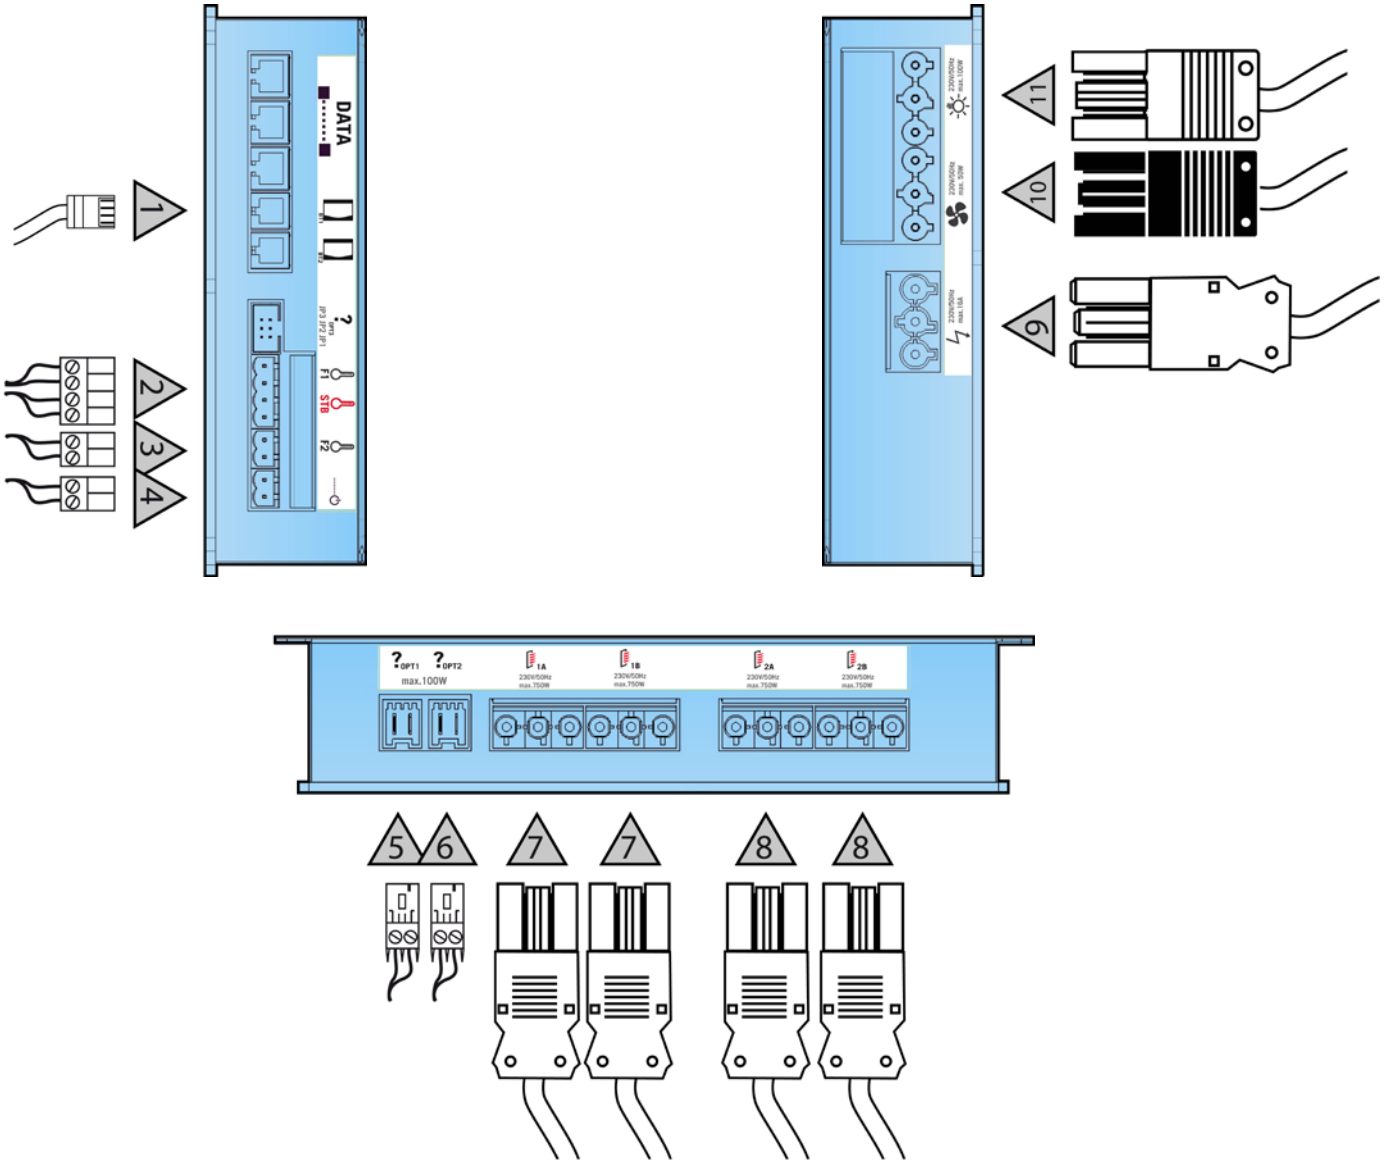

Afb. 2
2. Steek de 4-polige RJ11-datakabel op de zijkant van de behuizing in de 4-polige aansluitbus van de bedieningseenheid. (zie afb. 2)
3. Het aansluiten van alle componenten op de wave.com4 Infra besturingseenheid vindt plaats overeenkomstig afbeelding 2